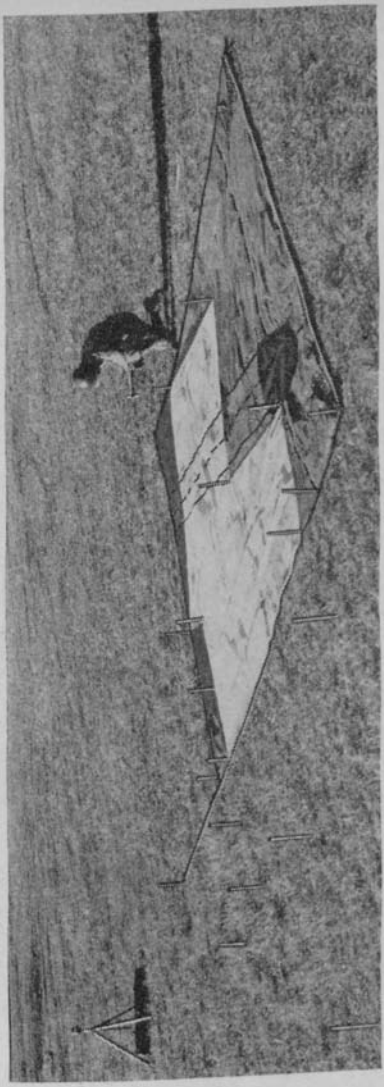

Figure 50. Laying out spade and recoil pit.
c. Pits. (1) The outline of one-half of the recoil pit and one spade pit is clearly defined on the canvas template. When the crane method of emplacement is to be used, the template is first oriented as described above, and stakes are driven into the ground through the grommets in the template which indicate the corners of the pit. Two additional stakes should be driven: one through the grommet which is 13½ inches forward of the front edge of the recoil pit; one at the end of the tape which extends to the rear of the template. (The tape must be stretched out in prolongation of the center-line edge of the template.) These two stakes indicate the correct position for the carriage when it is placed over the pit. The first indicates the position of the center-rear of the bottom carriage. The second indicates the position of the trail ends. After these stakes have been placed, the template is turned over and the other half of the recoil pit and the second spade pit are staked out. The template is then removed and the outline of the pits, as indicated by the stakes, is marked out on the ground. A furrow at least 6 inches deep should be dug so that the outline of the pit will not be obliterated during the digging operation. The stakes are then removed. (See fig. 50.)